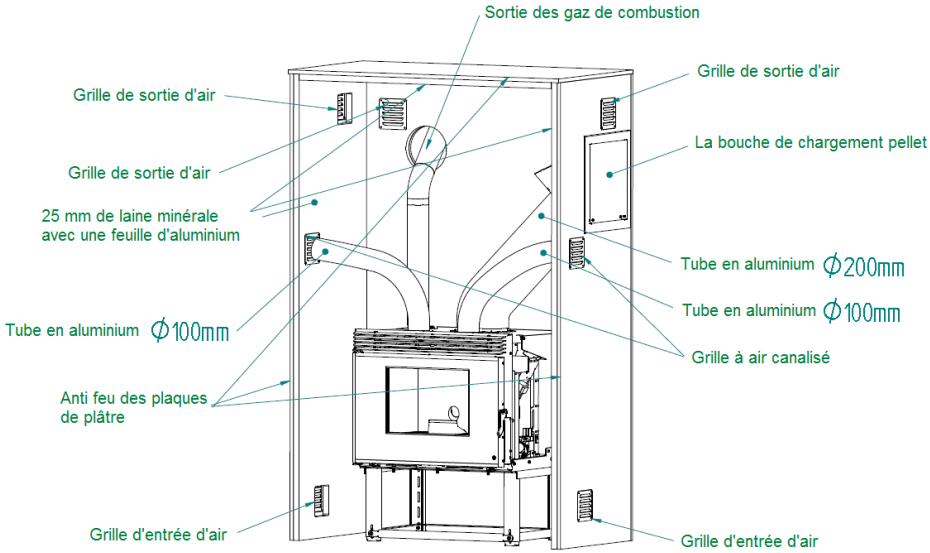

Figure 19 - Schéma d’installation d’un insert WIND avec air canalisé
- Dans l'exemple d'installation, Figure 19, on peut voir que les tuyaux sont placés pour canaliser de l’air chaud dans la pièce où l’insert est installé, mais ils pourraient être installés pour amener de l’air chaud dans des pièces voisines. La longueur maximale des tuyaux sans ajout d’un ventilateur est de l’ordre de 3-4m.